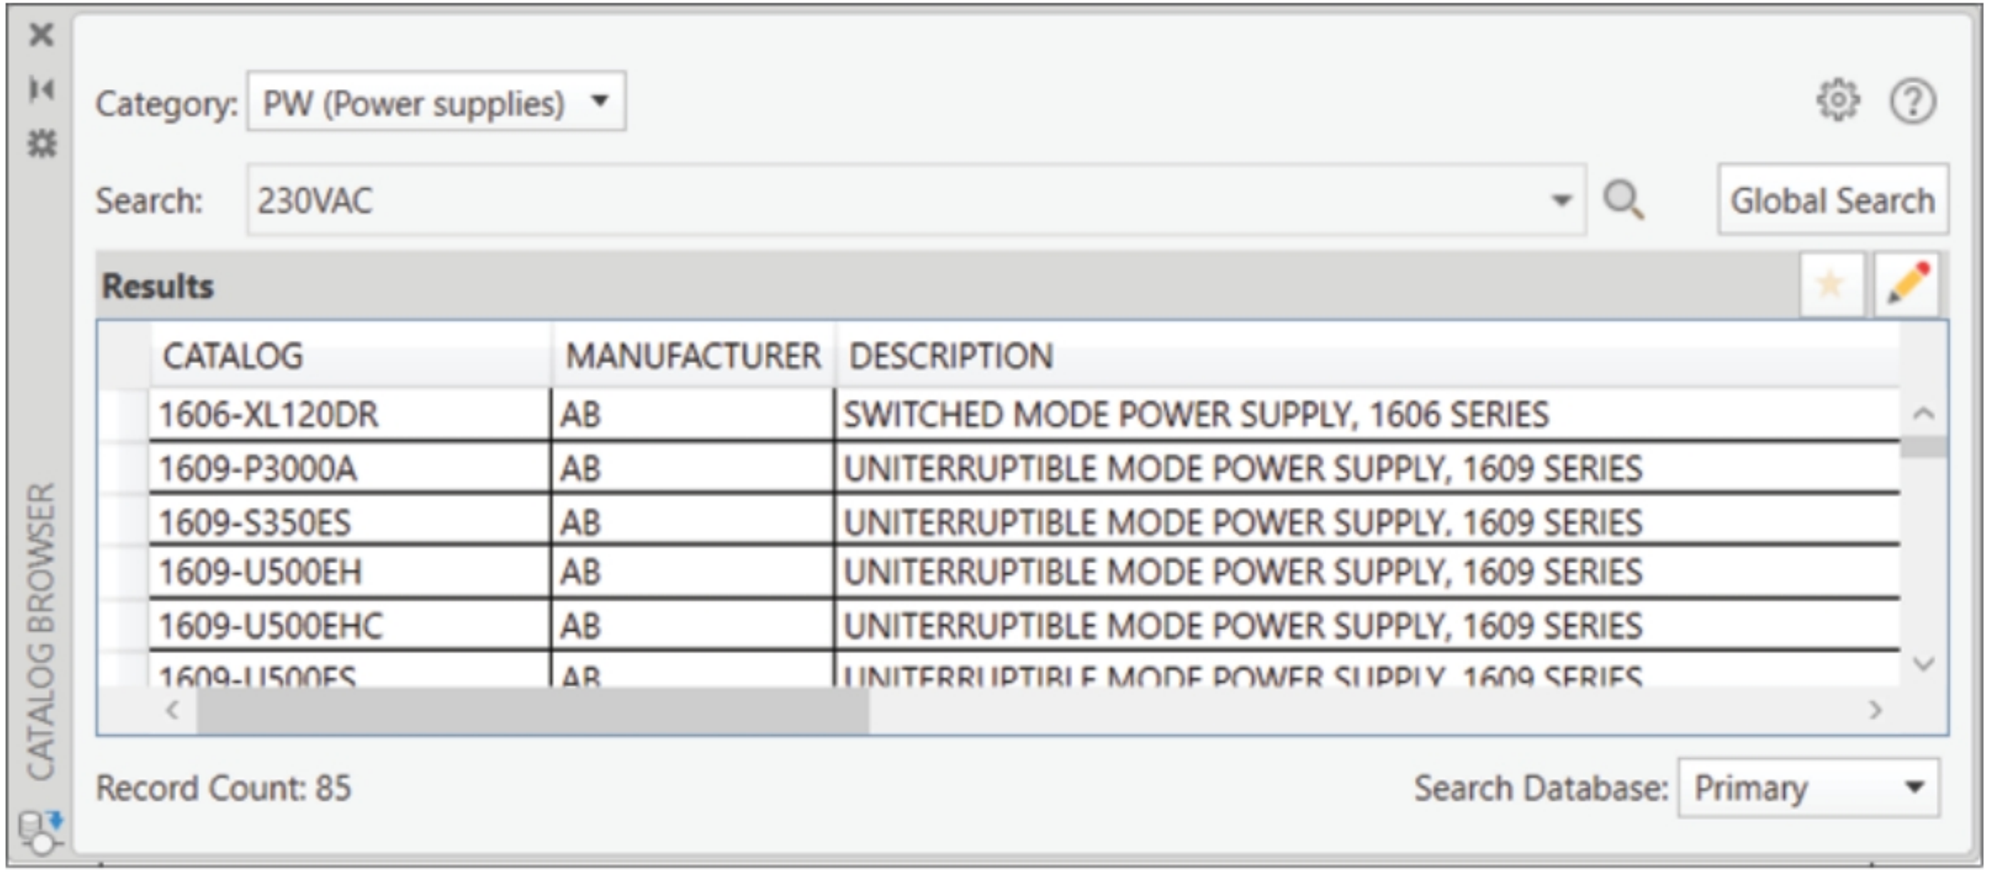

Figure-18. Power supplies
- Click on the **Search** button next to **Search** field. The list of power sources will be displayed; refer to Figure-18.